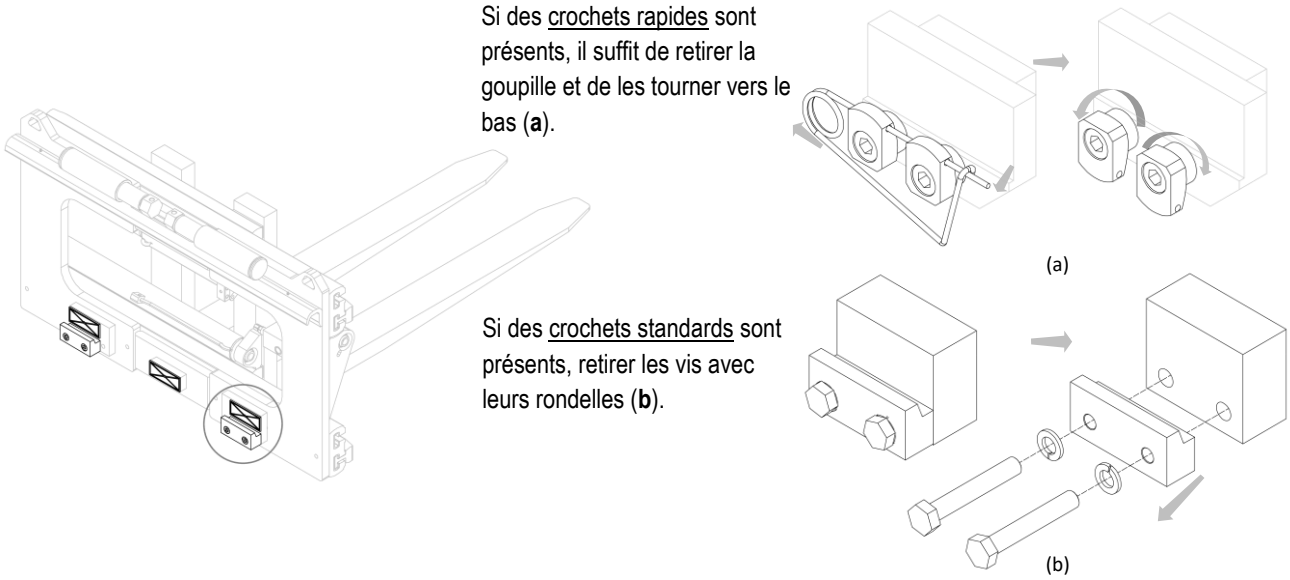

Figure 6
5. Retirer les crochets inférieurs de l'équipement et graisser les lardons de guidage (voir *Figure 6*).